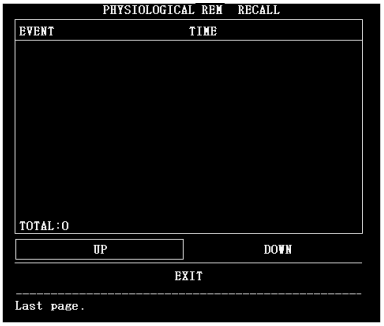

Figura 3.19 Richiamo spia fisiologica
2) Ruotare il selettore a manopola per accedere a **Richiamo spia** fisiologica. È possibile rivedere la **Spia** fisiologica della frequenza cardiaca fetale che supera il limite. Lo schema viene mostrato come in **Figura 3.19**